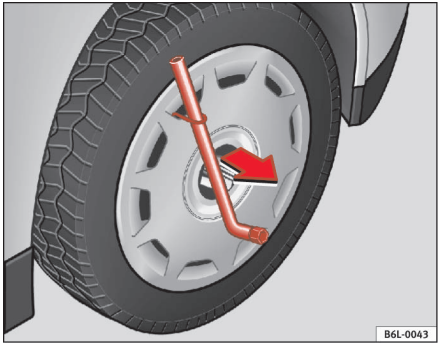

Fig. 131 Tag hjulkapslen af hjulet.
– Tag hjulkapslen af ved hjælp af trådbøjlen ⇒ side 202, fig. 131.